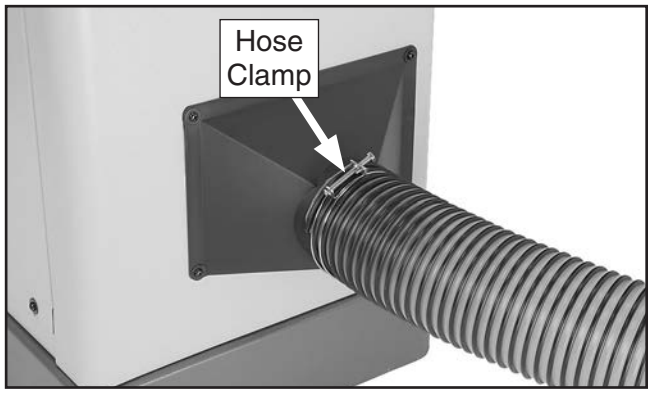

Figure 24. Example of dust hose attached to dust port.
1. Fit 4" dust hose over dust port, as shown in **Figure 24**, and secure with a hose clamp.